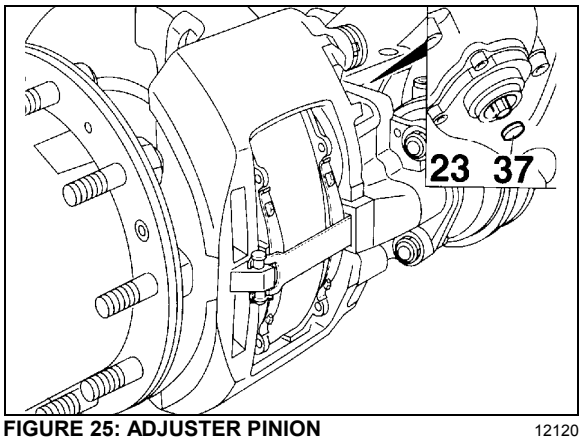

FIGURE 25: ADJUSTER PINION 12120
a) Remove cap (37, Fig. 25).
b) Using a box wrench (8 mm), turn the adjuster pinion (23, Fig. 25) counterclockwise about 2-3 clicks to increase running clearance. By operating the braking system about 5-10 times (30 PSI or 2 bar), the
wrench should turn clockwise in small increments if the adjuster is functioning correctly (Figs. 25 and 26).